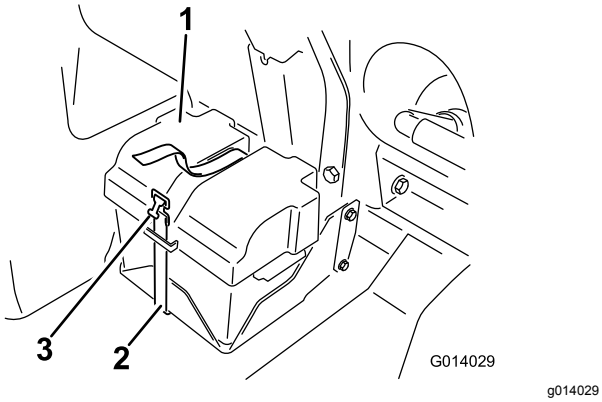

**Рисунок 79**
2. Снимите крышку аккумуляторной батареи и отсоедините отрицательный (черный, «земля») кабель от клеммы аккумуляторной батареи (Рисунок 79).
4. Установите крышку аккумулятора и закрепите ее хомутом, снятым ранее (Рисунок 79).